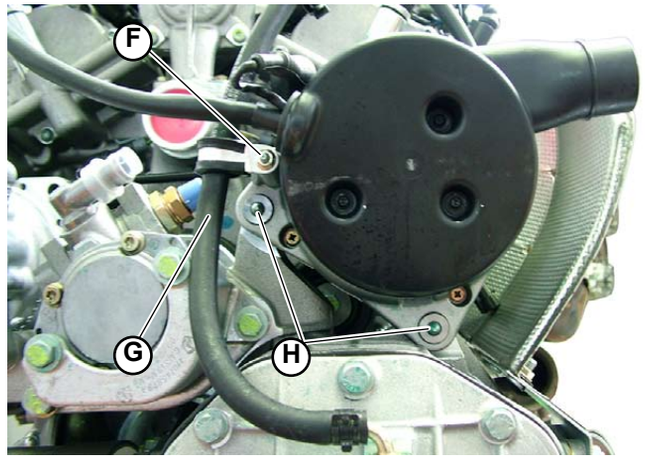

Fig.3
5. Remove the screw (**F-Fig.3**), freeing the pipe (**G-Fig.3**).
6. Remove the 2 bolts (**H-Fig.3**) that secure the alternator and remove the alternator.